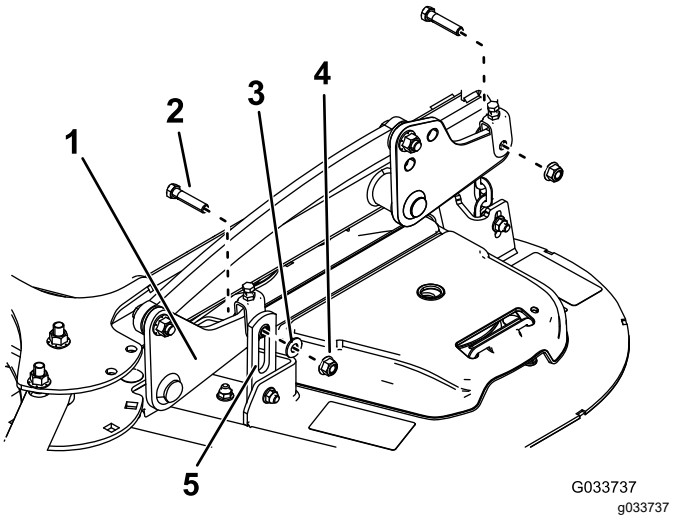
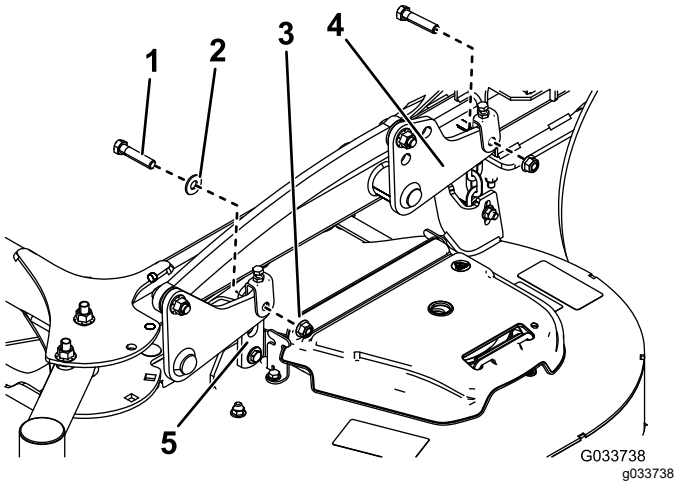

Figure 93
Figure 94
5. Retirez les 2 boulons, les 2 écrous et la rondelle qui fixent les pattes de support du tablier aux plaques de levage des deux côtés du tablier de coupe (Figure 93 et Figure 94).
Remarque: Pour les les tabliers de 132 cm (52 po), montez les pattes de support avant à l'extérieur des bras de levage avant (Figure 93). Pour les les tabliers de 152 cm (60 po), montez les pattes de support avant à l'intérieur des bras de levage avant (Figure 94).